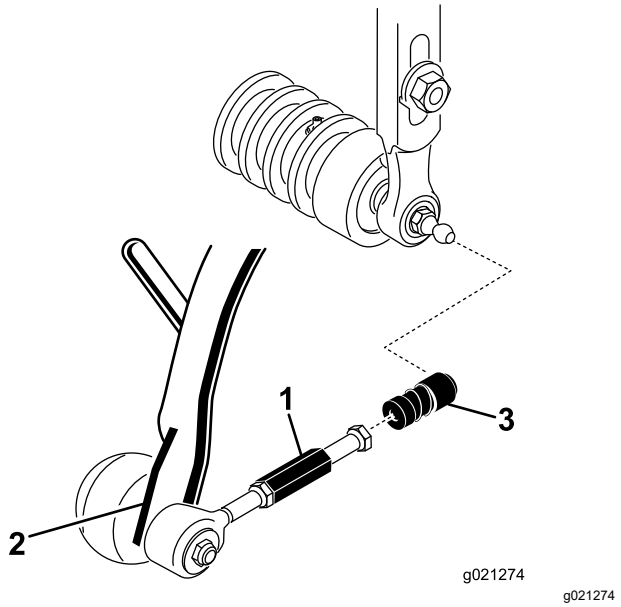

Figure 7
3. Repoussez le manchon sur chaque douille de rotule et accrochez la douille sur la rotule de l'unité de coupe (Figure 7).